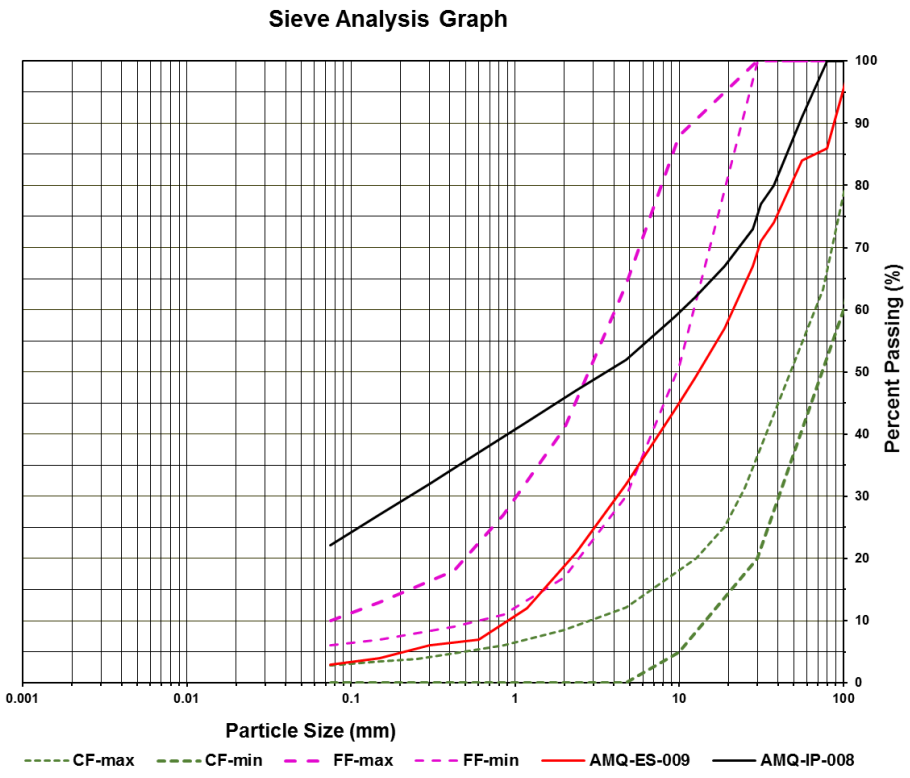

Figure 1: Gradation test result for AMQ-ES-009 and AMQ-IP-008.
- Review and document gradation test result for AMQ-ES-009 and AMQ-IP-008 (Figure 1); and